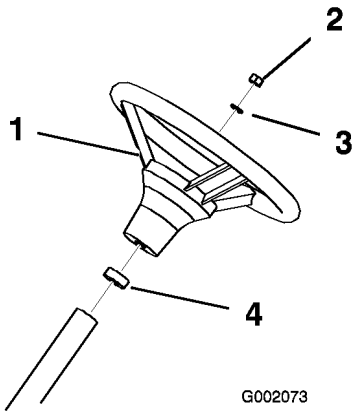

Figur 4
3. Fastgør rattet på akslen vha. møtrikken (Figur 4).